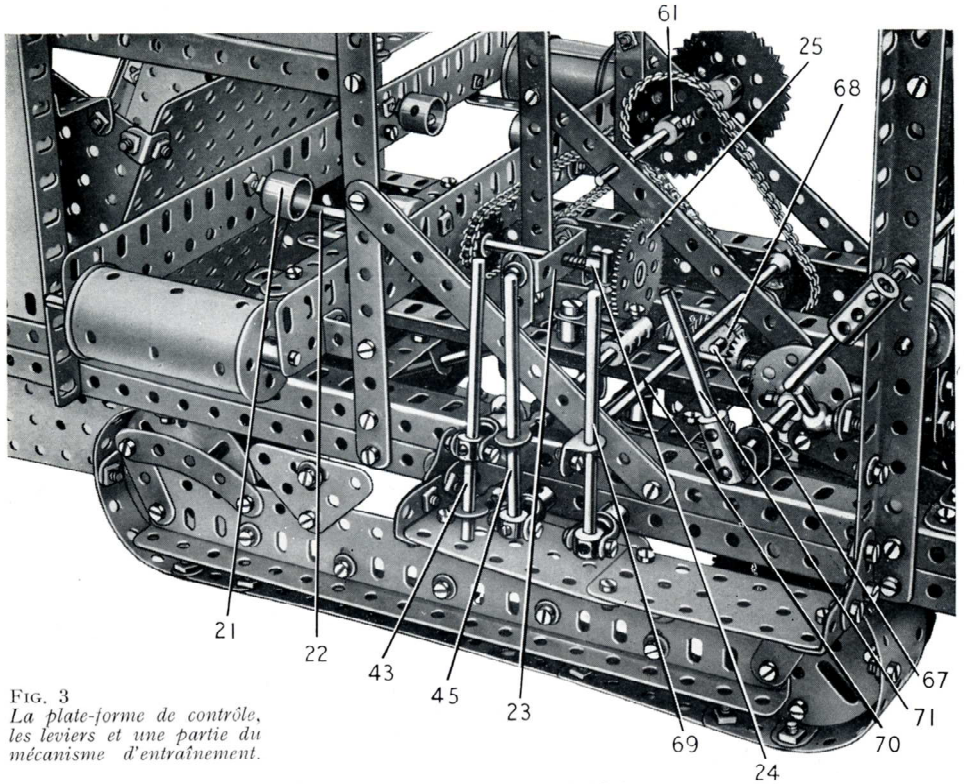

FIG. 3
Les rouleaux principaux du convoyeur sont des roues à boudin de 28 mm. ajustées sur des cylindres et fixées sur des tringles de 10 cm. qui tournent dans les poutrelles plates. La tringle qui supporte le rouleau-moteur porte également une roue de chaîne de 14 dents (20) (fig. 7) et deux courroies de transmission de 65 mm. sont passées autour de ce rouleau. La courroie peut être faite avec un morceau de tissu ou un morceau de papier fort. Les rouleaux d'appui (21) (fig. 3) sont des supports de cheminée ; chacun d'eux peut tourner librement sur un boulon de 12 mm. et est maintenu contre la tête du boulon par deux écrous boulonnés l'un contre l'autre.
La roue de chaîne (20) est entraînée par une roue de chaîne de 18 dents fixée sur une tringle de 16,5 cm. (22) (fig. 3). Cette dernière passe dans l'armature du convoyeur et dans une bande coudée de 38×12 mm. (23) fixée sur des équerres de 26×12 mm. boulonnées sur les cornières (10). Un ressort de compression est monté sur la tringle entre la bande coudée (23) et une bague d'arrêt (24). Ce ressort maintient la tringle de telle sorte que la roue de 57 dents (25) ne vienne pas en contact avec le pignon (15) (fig. 8). Ces deux pièces peuvent néanmoins engrener quand on fait glisser la tringle, afin d'entraîner le convoyeur. Le glissement de la tringle (22) est limité par une bague d'arrêt placée à l'intérieur de l'armature du convoyeur, et il est contrôlé par un levier (45) (fig. 3). Ce dernier est une tringle de 9 cm. fixée dans un accouplement à cardan fixé sur le châssis par un boulon-pivot. Le levier porte un raccord de tringle et bande fixé sur une tringle de 9 cm. qui coulisse dans un support double boulonné sur le châssis. Un accouplement de bande sur tringle monté sur la tringle de 9 cm. est relié par un boulon de 9,5 mm. à l'une des extrémités d'un levier d'angle, qui est monté librement sur un boulon-pivot qui passe dans l'une des cornières (10). L'autre extrémité du levier porte une cheville filetée qui est placée entre la bague d'arrêt (24) et la roue dentée (25).